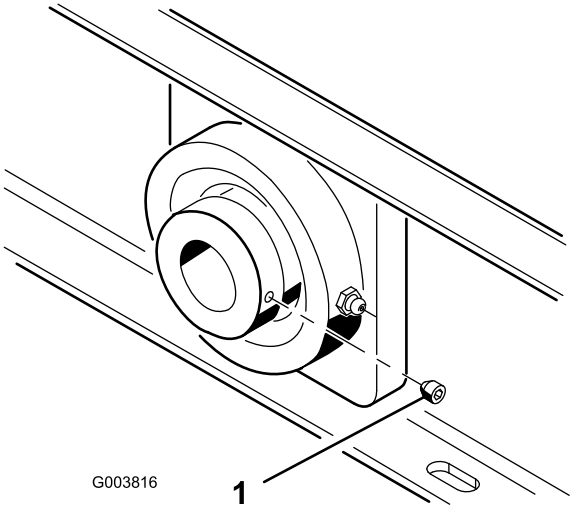

Figura 15
- Los tornillos de fijación del cojinete del eje del ventilador (Figura 15) deben apretarse a 58–82 pulgadas-libra